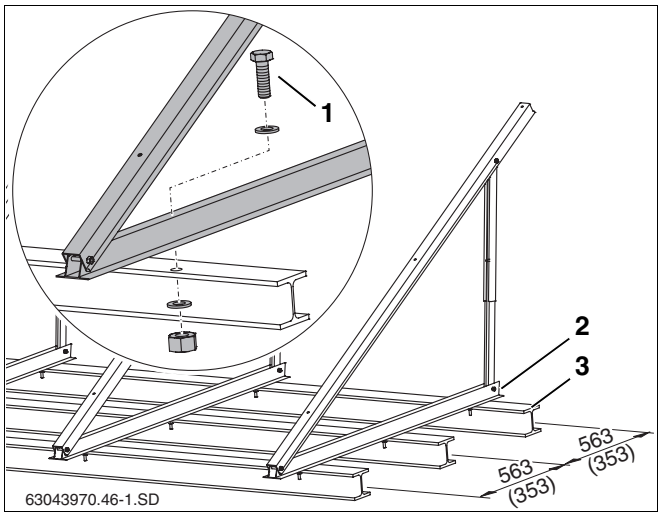

Abb. 26 Flachdachständer auf Doppel-T-Träger, Maße in mm (Klammerwert = waagerechte Ausführung)
Sie können den Flachdachständer mit Fußverankerungen befestigen. Beispielhaft wird die Befestigung auf Doppel-T-Trägern (Abb. 26, **Pos. 3**) beschrieben.
- Löcherabstand des unteren Profils (Abb. 26, **Pos. 2**) auf die Doppel-T-Träger übertragen und entsprechende Löcher bohren.
- Schrauben (siehe Tab. 8 und Abb. 26, **Pos. 1**) durch die Profile und Doppel-T-Träger stecken und mit Mutter und Unterlegscheibe verschrauben.